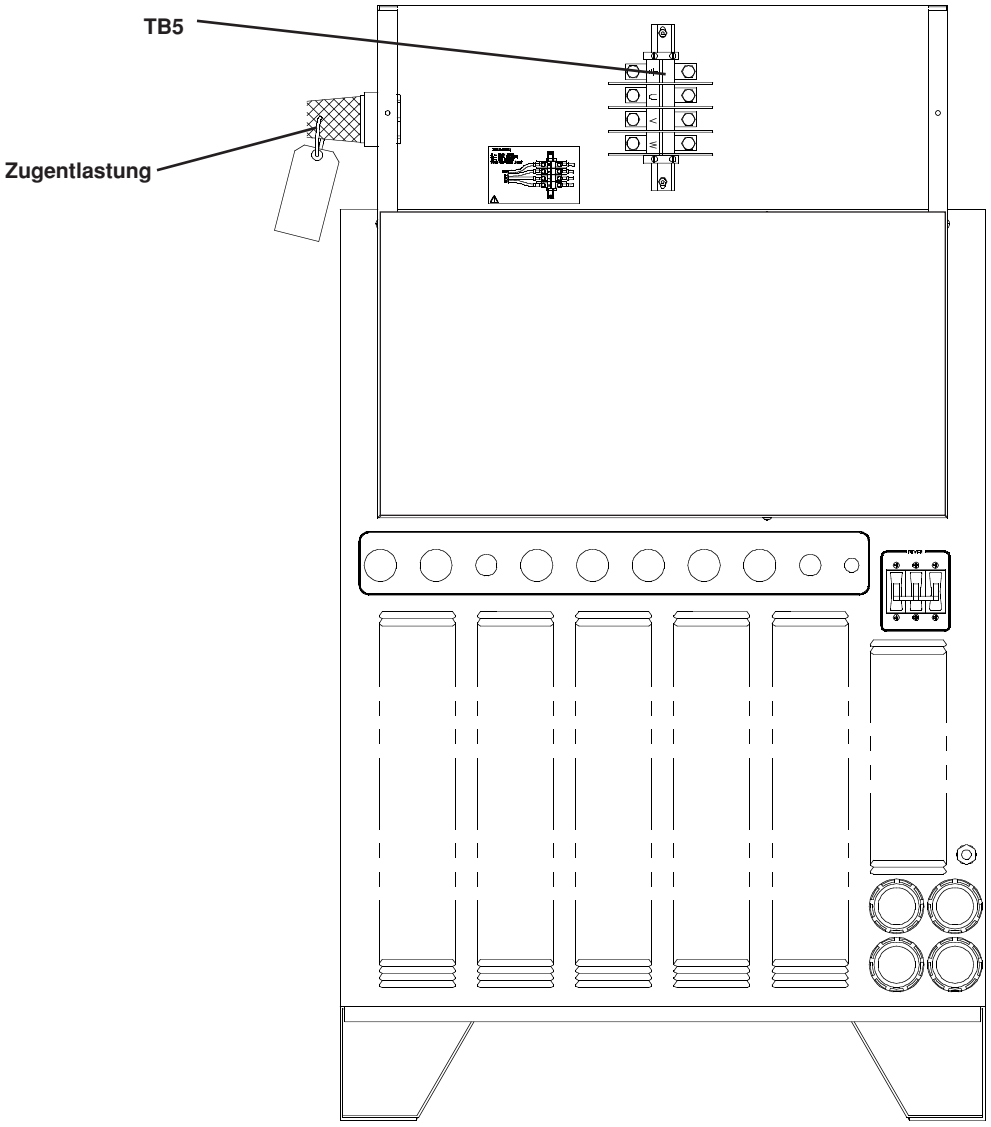

Abbildung d-2 Stromquelle HT4001 mit abgenommener Abdeckung der Anschlußbox
2. Die sieben Schrauben zur Sicherung der Filterabdeckung lösen und diese abnehmen, damit die Netzspannungs-Anschlüsse an TB5 (Abb. d-2) erreichbar sind.
3. Netzkabel durch die Zugentlastung einführen (Abb. d-2).